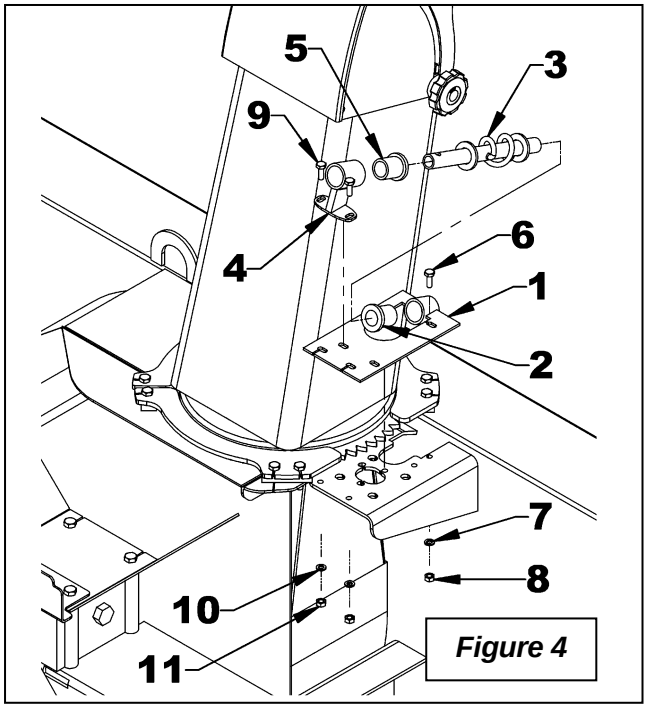

Figure 4
2. **Figure 4:** Installer le support de manchon de rotation (item 1) sur la base de la chute. Fixer à l'aide d'un boulon 1/4"NC x 3/4", une rondelle de blocage 1/4" et un écrou 1/4"NC (items 6-7-8). Ne pas serrer.
3. **Figure 4:** Insérer un coussinet de plastique 1 5/16" (item 2) dans le support de manchon de rotation (item 1), puis insérer la spirale de rotation (item 3).
4. **Figure 4:** Insérer l'autre coussinet de plastique 1 5/16" (item 5) sur la spirale de rotation (item 3). Insérer ensuite le support de spirale de rotation (item 4) sur la spirale de rotation. Fixer à l'aide de deux boulons 1/4"NC x 3/4", deux rondelles de blocage 1/4" et deux écrous 1/4"NC (items 9-10-11). Ne pas serrer.